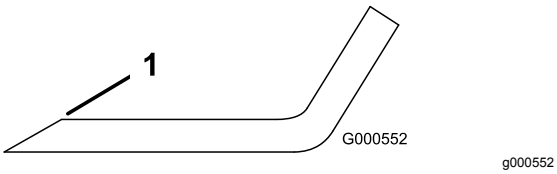

Figure 57
1. Au moyen d'une lime, aiguisez les tranchants aux deux extrémités de la lame (Figure 57).
Remarque: Si la lame est déséquilibrée, limez un peu l'extrémité de l'ailette seulement (Figure 57).